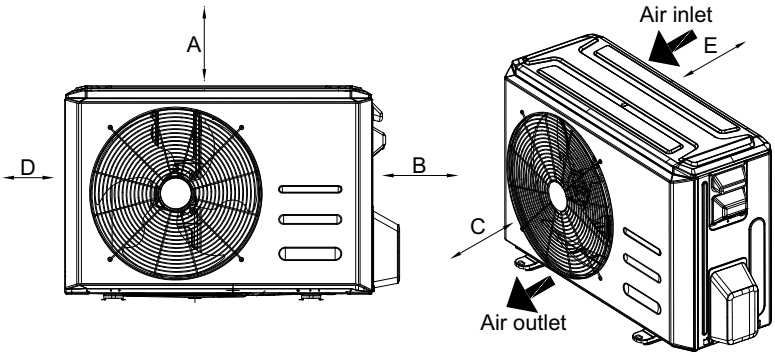

Fig. 7 — Clearances
- A location which provides appropriate clearances (See Fig. 7 — on page 14).
- Allow sufficient space for airflow and service of the unit. See Fig. 7 — on page 14 for the required minimum distances between the unit or walls.